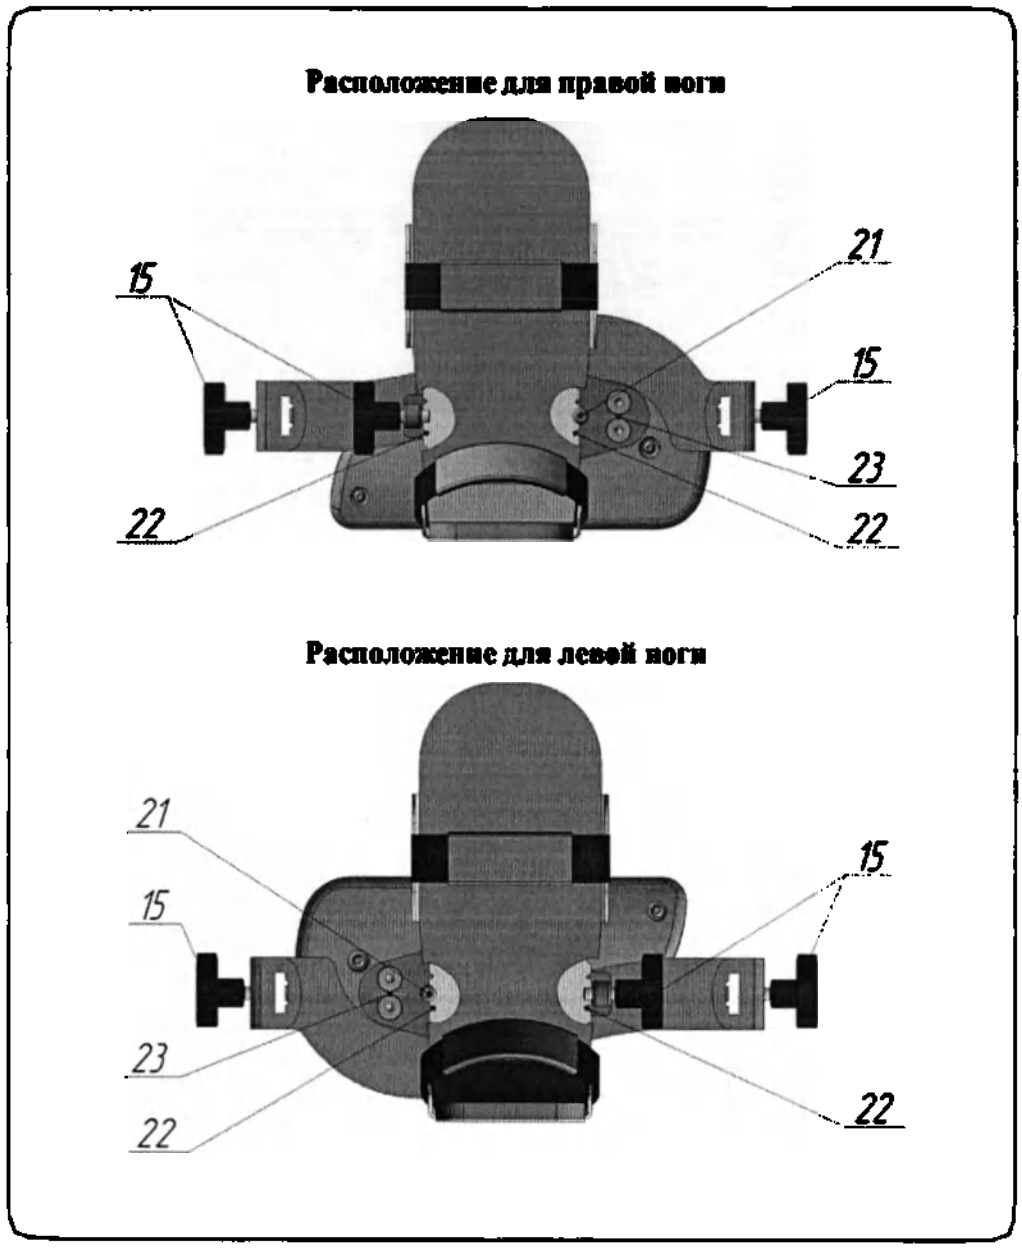

Рисунок 6.1 – Установка узла П/С для правой/левой ноги
6.2.3 Правильность расположения узла П/С определяется по расположению оси (23) (расположена между двумя винтами) вращения мотора B относительно сустава: ось должна располагаться с внешней стороны сустава. Т.е., для правой ноги она располагается справа от сустава, для левой – соответственно слева (см. рис. 6.1).